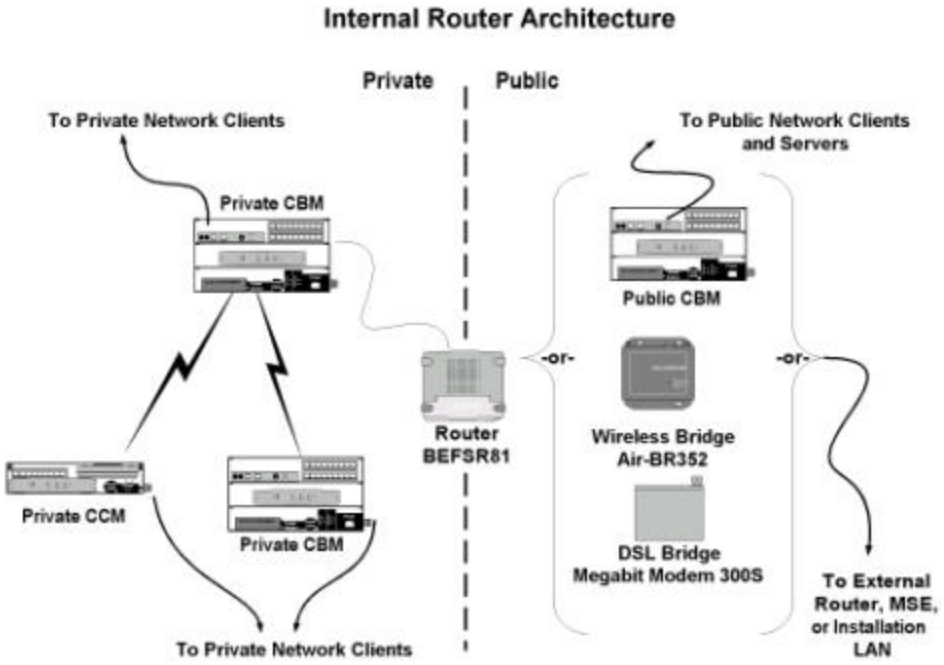

Figure I-16 Using the Router
Segmentation of the network addresses is illustrated on Figure I-16. The figure shows a limited number of STAMIS servers attached to the public segment, the right side of the picture.
(1) The private segment of the network serves users who may transmit data but not receive – ex. ULLS.
(2) It also serves as a firewall between the public and private side.
(3) Approximately 253 users can connect to the private segment through a single public IP address.
(4) Addresses are usually assigned dynamically (DHCP), choosing from a pool of available addresses when users connect.
(5) First 50 IP addresses usually reserved for users who assign their own IP address.
c. Typical Network Configuration (Figure I-16).
(1) Users on the Private side may talk to each other and send data to users on the public side.
(2) Users on the public side, however, may not transmit to the users on the private side.